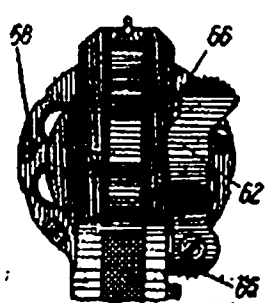
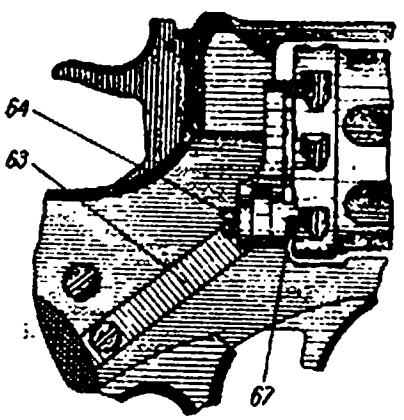

Рис. 24
Рис. 25
Незаскакивание собачки за очередной зуб храпового колеса барабана. Действием на хвост спускового крючка проверить повертывание барабана. При каждом нажиме на спусковой крючок барабан под действием собачки должен повернуться на $^1/_7$ часть окружности. Причина незаскакивания собачки за зуб храпового колеса: Слабое действие дверцы (*62* на рис. 24). Проверить, энергично ли заскакивает зуб дверцы в выемку на пояске барабана и удерживает ли последний от самопроизвольного поворота влево. Дверца, приподнятая на 2—3 *мм*, должна энергично возвратиться в исходное положение под действием своей пружины; в собранном револьвере между дверцей и рамкой должен быть видимый глазом зазор. Слабое действие дверцы имеет следующие причины: а) Осадка или изгиб пружины дверцы (*63* на рис. 25).
б) Зажим дверцы винтом в проушинах стойки рамки (*64* на рис. 25). Проверить соединение винта с ушками дверцы. Между головкой винта, повернутого доотказа, и стенкой ушка дверцы должен быть зазор, видимый глазом (не менее 0,1 *мм*).	Подобрать новый винт. В крайнем случае отвернуть винт на ¼ оборота и закрепить его раскерновкой конца.
в) Износ выступа заднего ушка дверцы (*65* на рис. 24). Проверить, не имеет ли выступ ушка износа или скругления угла, вследствие чего точка, в которой пружина действует на дверцу, перемещается ближе к оси вращения последней.	Заменить дверцу новой и проверить, насколько энергично она вращается под действием пружины.
г) Наличие соска для дверцы на рамке (*66* на рис. 24). Осмотреть рамку, нет ли на ней соска для дверцы. На рамках прежних годов изготовления соска для дверцы не должно быть.	Спилить сосок заподлицо с плоскостью рамки и проверить прилегание дверцы к пояску барабана.
вятся ли каморы барабана при его повороте против шомпола. Причины провертывания барабана при извлечении стреляных гильз: 1. Износ или излом нижнего зуба дверцы (*67* на рис. 25). Отделить дверцу и осмотреть ее нижний зуб: не имеет ли он износа или излома (скрошенности).	Заменить дверцу новой и проверить удерживание ею барабана.
2. Износ или скругление стенок выемок на заднем обрезе барабана (*68* на рис. 24). Осмотреть выемки на заднем обрезе барабана, не имеют ли их стенки износа или скругления.	Подобрать дверцу; если подбором дверцы провертывание барабана не устраняется, то заменить барабан (карта 10).